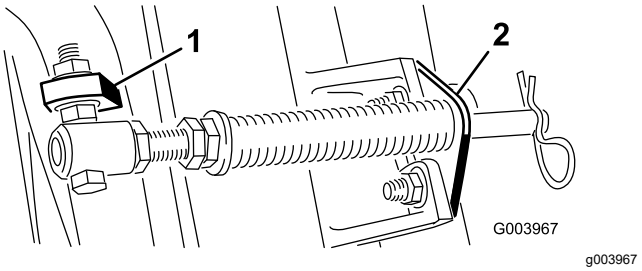
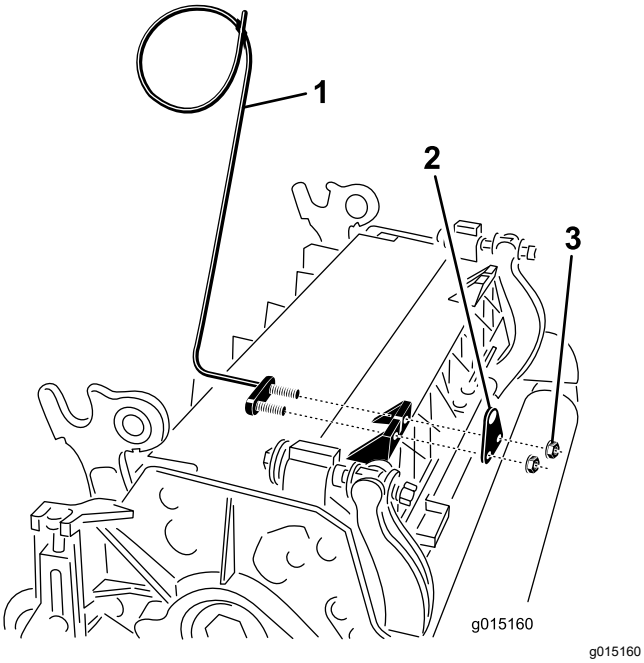

Figur 11
Figur 13
Obs: Placera bultens huvud mot flikens yttre sida såsom visas i Figur 11.
E. Montera stångbeslaget på klippenhetens flikar med hjälp av vagnskruvarna och muttrarna (Figur 11). Montera den vänstra slangstyrningen längst fram på klippenhetens flikar när du monterar om stångbeslaget på klippenheten (Figur 13).